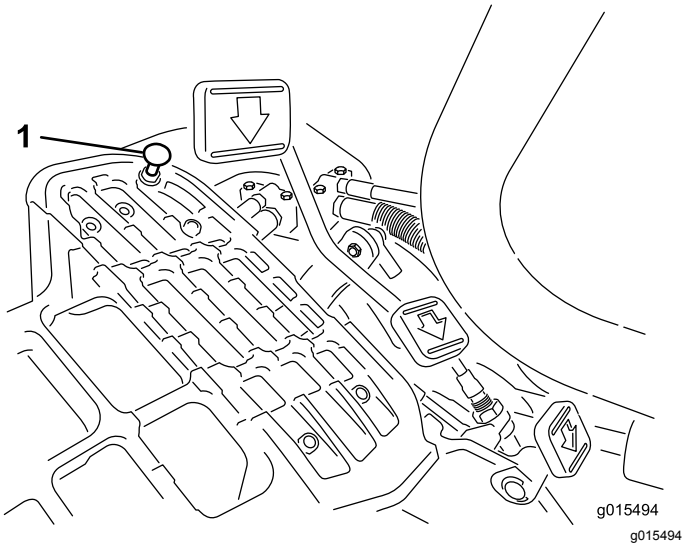

Figur 41
For å oppnå maksimal transporthastighet må du sette styrespaken i TRANSPORT-stilling og trykke inn trekkpedalen. Utfør følgende justeringsprosedyre hvis pedalen kommer i kontakt med stopperen (Figur 41) før du kjenner spenning i kabelen:
1. Sett styrespaken i TRANSPORT-stillingen og løsne på låsemutteren som fester pedalstopperen til gulvplaten (Figur 41).